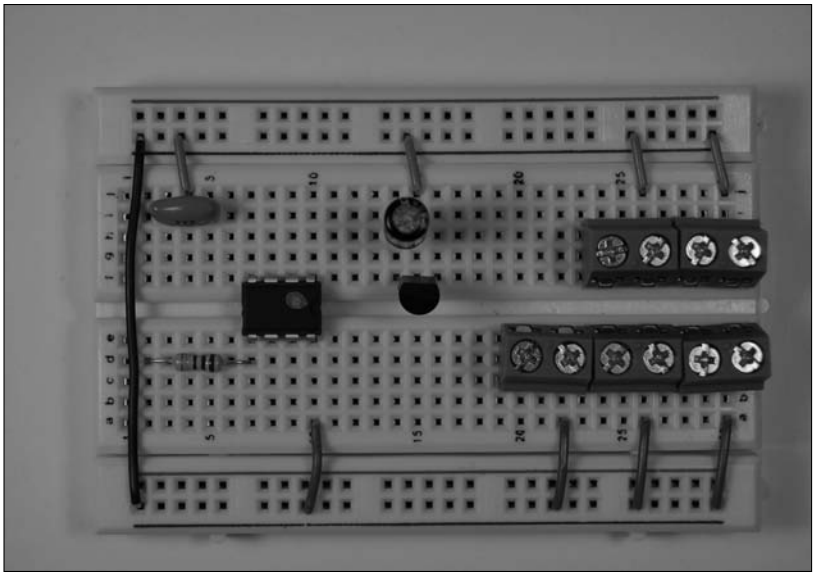

Figure 11-10: Short wires connect components to ground bus; a long wire connects the two ground buses.
3. **Insert wires to connect each component and terminal to the ground bus and insert a wire between the two ground buses to connect them, as shown in Figure 11-10.**